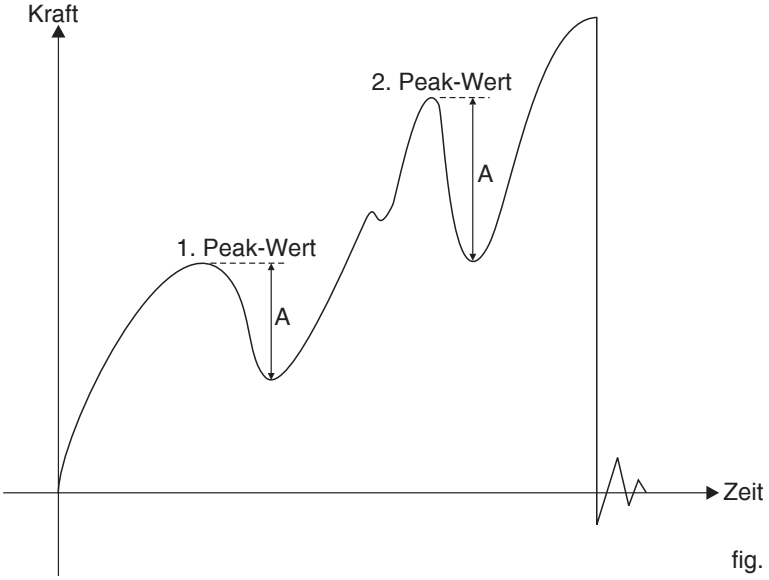

fig. 3.4.4
Der erste Peak-Wert wird festgelegt, nachdem sich die Kraft während einer Messung mindestens um den eingestellten absoluten Wert (A) verringert (Kapitel 3.3.2). Ein erneutes abfallen der Kraft um den eingestellten Wert, bestimmt den zweiten PEAK-Wert (fig. 3.4.4). Der erste und zweite Peak-Wert können je Messung nur in eine Richtung (Zug- oder Druckkraft) ermittelt werden.